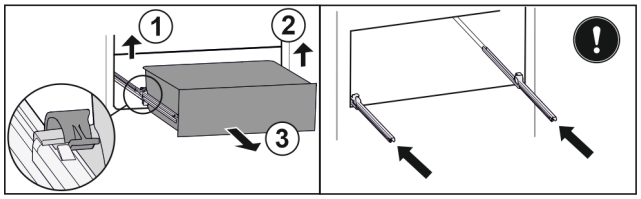

Fig. 179
- ▶ Linke Klemme anheben und gleichzeitig Schubfach links nach vorne ziehen. *Fig. 179 (1)*
- ▶ Rechte Klemme anheben und gleichzeitig Schubfach rechts nach vorne ziehen. *Fig. 179 (2)*
- ▶ Schubfach nach vorne entnehmen. *Fig. 179 (3)*